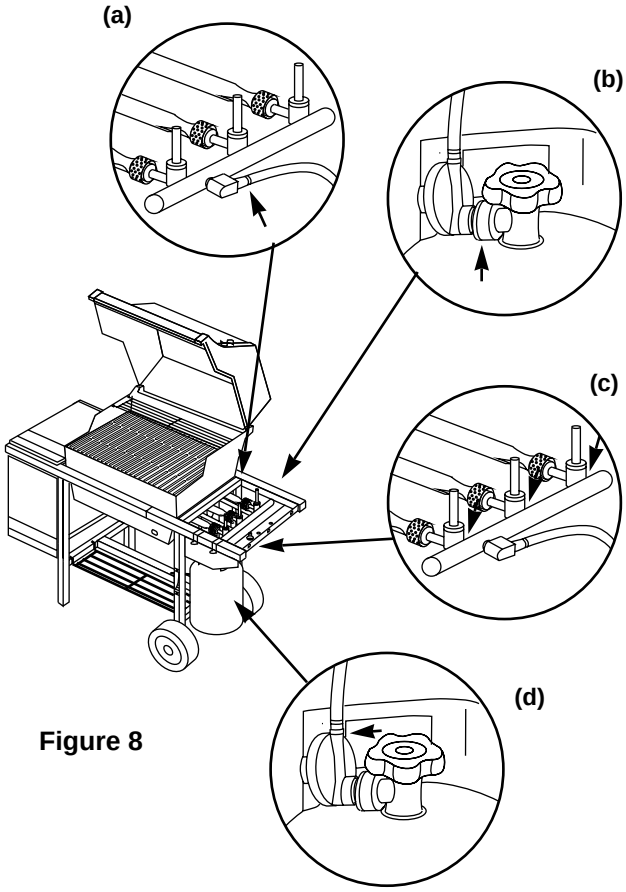

Figure 8
a) Hose to manifold connection. Figure 8 (a).
b) Regulator to tank connection. Figure 8 (b).
c) Valves to manifold connections. Figure 8 (c).
d) The hose to regulator connection. Figure 8 (d).